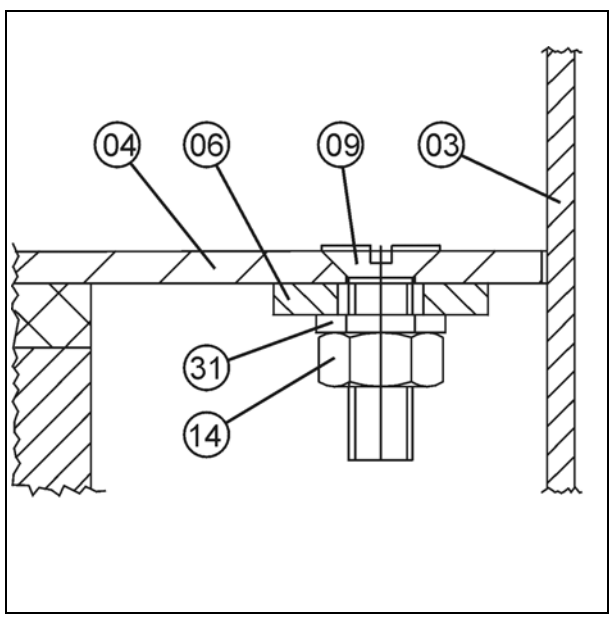

Fig. 8
V. Fig. 7e Fig. 8.
N Per i dettagli v. Fig. 8.